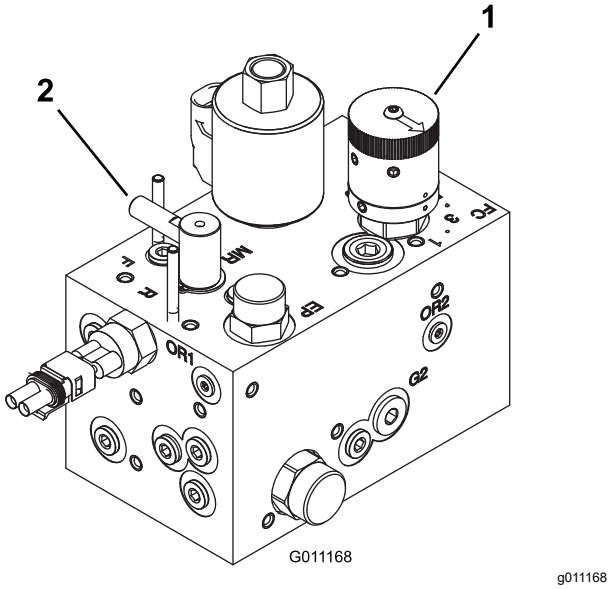

Rysunek 50
3. Pokrętem regulacji obrotów wrzecion (Rysunek 50) ustaw obroty oznaczone liczbą odczytaną w kroku 1.